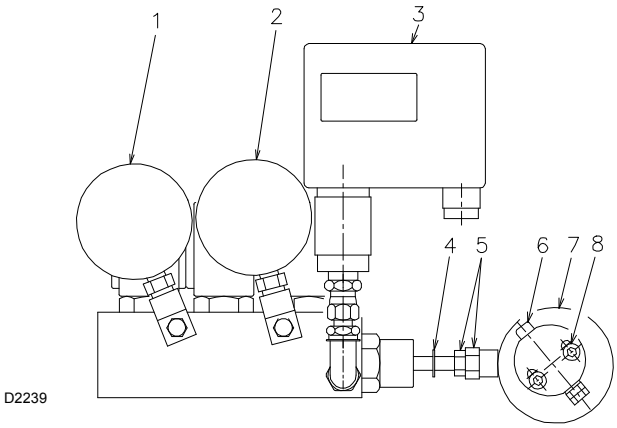
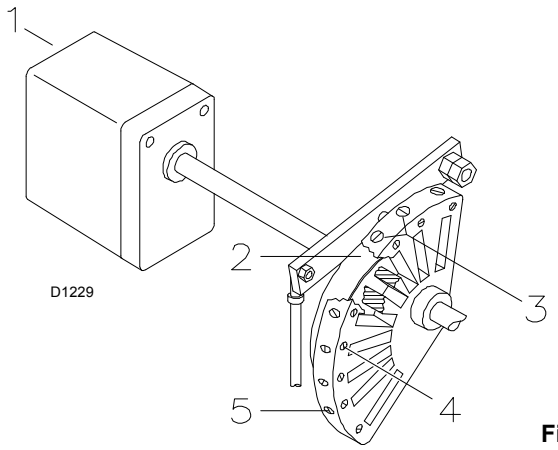

Fig. 24
Fig. 27
La pressione del combustibile sul mandata ugello viene regolata sul gruppo variatore di pressione e visualizzata dal manometro 1) (Fig. 24).
La pressione del combustibile sul ritorno dall'ugello viene regolata sul gruppo variatore di pressione e visualizzata dal manometro 2) (Fig. 24).
La regolazione della MINIMA pressione del combustibile sul ritorno dall'ugello si effettua solo ed unicamente tramite il dado 5) (Fig. 24); avvitare il suddetto dado per diminuire la pressione e contrariamente svitare per aumentarla.
La regolazione della MASSIMA pressione del combustibile sul ritorno dall'ugello si effettua solo ed unicamente tramite la vite 6) (Fig. 24) dell'eccentrico 7) (Fig. 24); avvitare la suddetta vite per aumentare la pressione e contrariamente svitare per diminuirla.
La regolazione dell'aria si effettua tramite le viti 3) della camma a profilo variabile 2) (Fig. 27 pag. 23) che comanda la serranda dell'aria; avvitare le suddette viti per aumentare la portata d'aria e contrariamente svitare per diminuirla.
Prima di accendere il bruciatore rendere azionabili gli organi di regolazione dell'aria e del combustibile; allentare le viti 4) della camma 2) (Fig. 27), allentare il dado e controdado 5) (Fig. 24) e le due viti 8) (Fig. 24) del gruppo variatore di pressione ed eccentrico (Fig. 24).
Regolare la pressione del combustibile sul ritorno dall'ugello, **agendo solo tramite il dado 5) (Fig. 24)**; si imposta così la pressione desiderata per l'accensione e la portata minima.
Raggiunta la massima apertura del servomotore regolare la pressione del combustibile sul ritorno dell'ugello sempre **solo tramite la vite 6) (Fig. 24) dell'eccentrico:** si imposta così la pressione desiderata per la portata massima.
Avvitare la vite 6) (Fig. 24) solo fino a quando corrisponde un aumento di pressione; in questo modo si assicura una variazione su tutto l'angolo di rotazione.
A questo punto bloccare il dado e controdado 5) (Fig. 24) e le due viti 8) (Fig. 24) del gruppo variatore di pressione.
Solo dopo aver impostato la pressione minima e massima eseguire una accurata regolazione della combustione su diverse posizioni di modulazione intervenendo unicamente sulla regolazione della portata d'aria tramite le viti 3) (Fig. 27) della camma.
Completata la regolazione della combustione, bloccare le viti 4) (Fig. 27) e ricontrollare l'accensione: deve avere una rumorosità pari a quella del funzionamento successivo. Nel caso invece di pulsazioni, ridurre la portata all'accensione.
- ➤ Per una corretta taratura, l'eccentrico 7) (Fig. 24, pag. 22) deve lavorare su tutto il campo di escursione del servomotore (20° ÷ 130°): ad ogni variazione del servomotore deve corrispondere una variazione di pressione.
- ➤ Non portare mai il pistone del variatore a battuta: l'anello di arresto 4) (Fig. 24, pag. 22) determina la massima corsa.